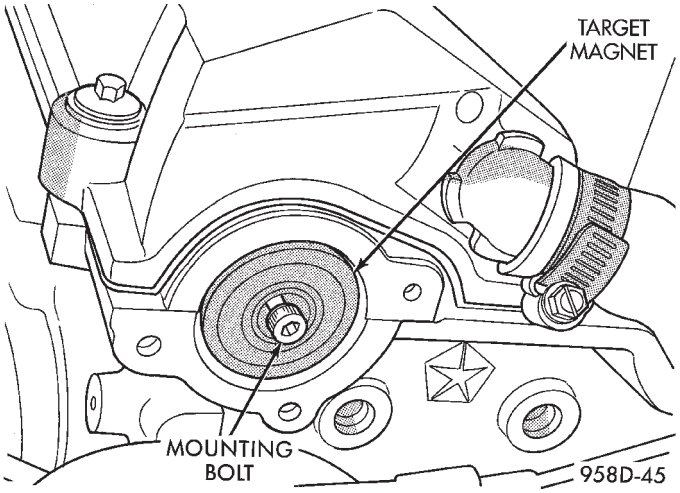

Fig. 43 Target Magnet Removal/Installation
(1) Remove filtered air tube from the throttle body and air cleaner housing.
(2) Disconnect electrical connector from camshaft position sensor.
(3) Remove camshaft position sensor mounting screws. Remove sensor.
(4) Loosen screw attaching target magnet to rear of camshaft (Fig. 43).